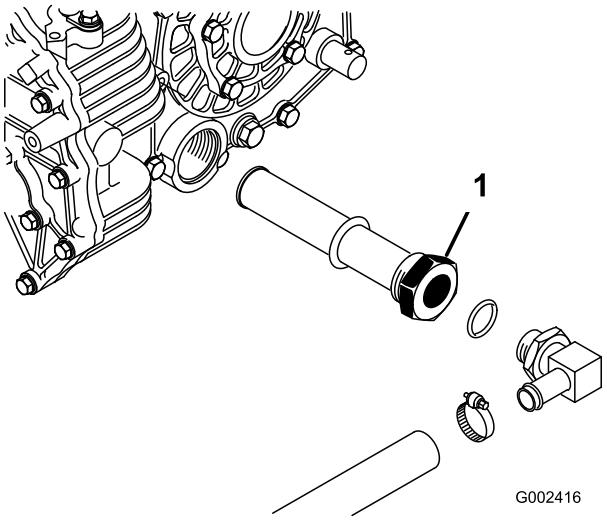

**Figur 73**
3. Læg mærke til hydraulikslangens retning og 90-grader-beslaget, som er tilsluttet filteret på siden af beholderen (Figur 73). Fjern hydraulikslangen og 90°-beslaget.